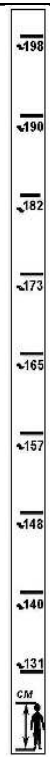

Рис. 25
6.3. На стойках (см. рис. 24, 24А) нанесена шкала, облегчающая выбор настройки высоты столешницы в зависимости от роста пользователя. (Рис. 25).